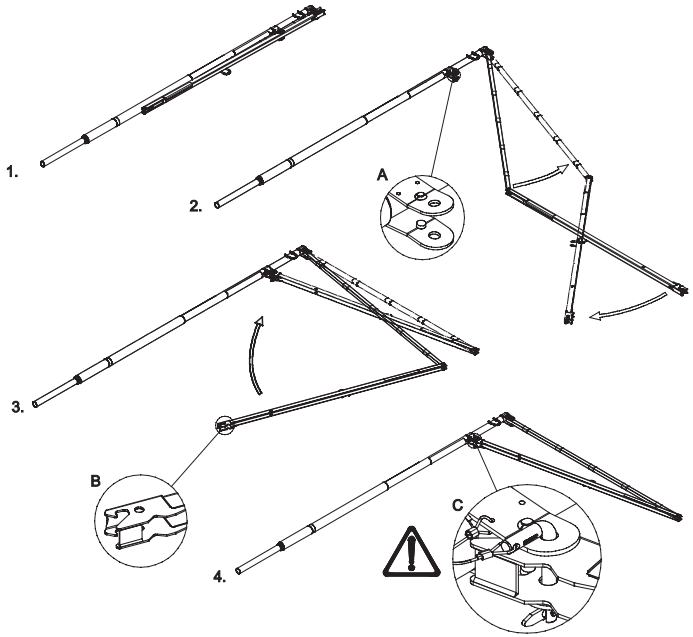

Figur 30. *Markmontering av SkyReach Förankringsenhet*
1. Montera SkyReach Förankringsenhet i fyra enkla steg. Se figur 30.